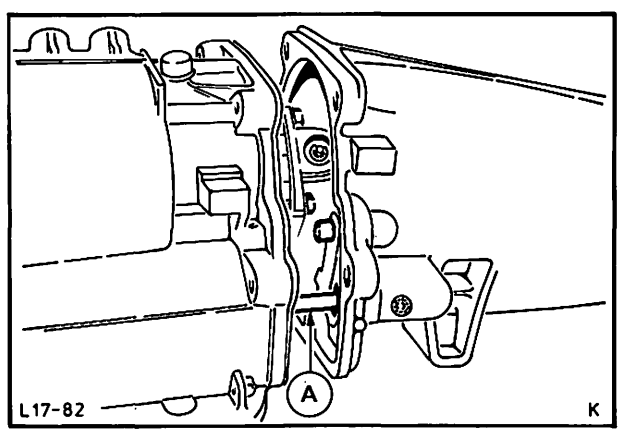

Abb. 117 Getriebeverlängerung montieren
7. Getriebeverlängerung mit neuer Dichtung montieren, dabei auf korrekten Sitz der Betätigungsstange – Parkraste achten. Abb. 117. Schrauben mit vorgeschriebenem Drehmoment festziehen.